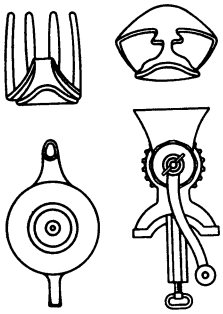

Рис. 150
43. С большинством из этих предметов вы встречаетесь каждый день и не один раз (рис. 150).